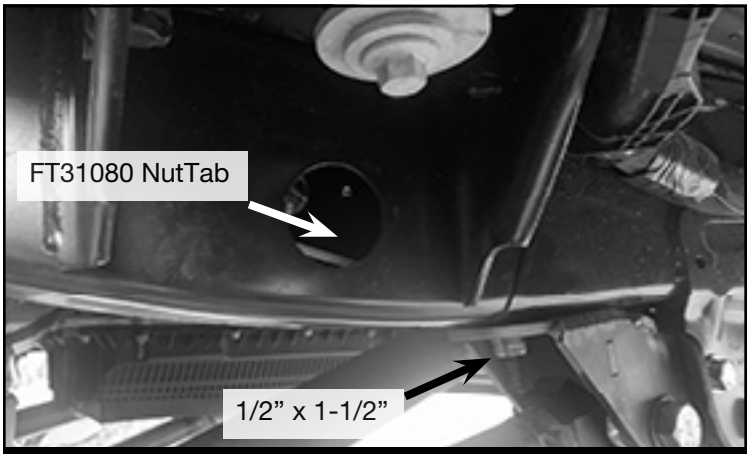

*FIGURE 17 - STEP 21*
21. Install the supplied FT31080 (Nut Tab) through the factory frame opening and install the 1/2” x 1-1/2” bolt, washer and split washer to attach the new 4-link bracket to the frame. **SEE FIGURE 17.** Torque 3/4” hardware to 380 ft-lbs and the 1/2” hardware to 106 ft-lbs.